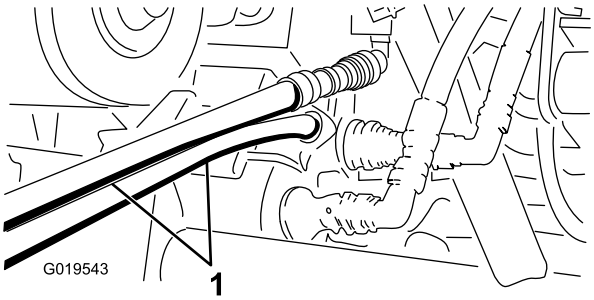

Figur 77
4. På det andre kjøretøyet kobler du de to slangene til koblingen som fremdeles er i koblingsbraketten (koble den øverste slangen til den øverste koblingen og den nederste slangen til den nederste koblingen (Figur 77). Dekk til ubenyttede nipler.